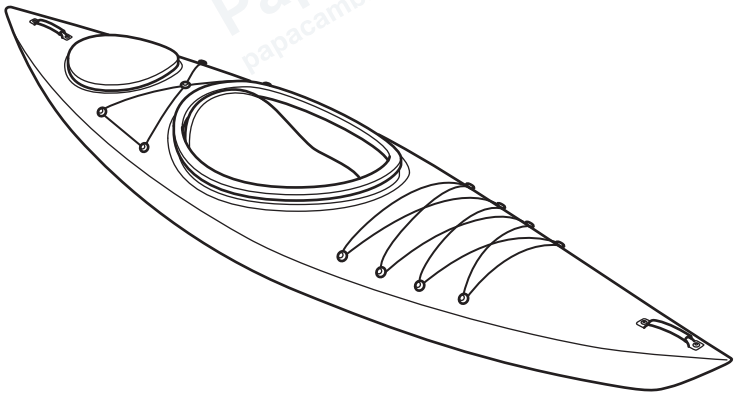

**Figure 2.1**
**2** **(a)** Figure 2.1 shows a kayak produced by rotational moulding.